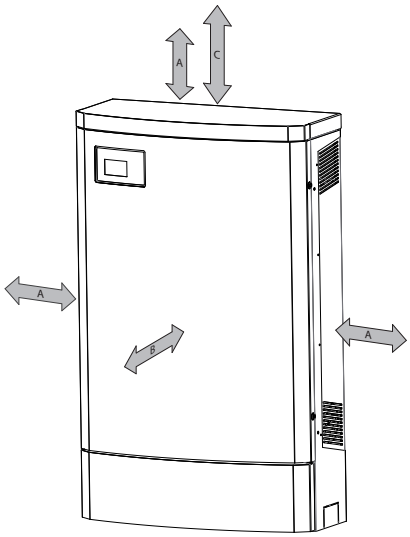
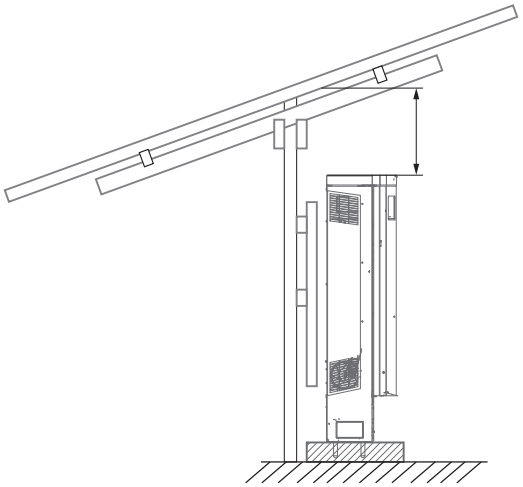

*Afb. 7:* Minimumafstanden
*Afb. 8:* Installatie onder PV-draagsysteem
- mnimale afstanden bij de montage: [Zie afbeelding 7] [▶ Bladzijde 168] en [Zie afbeelding 8] [▶ Bladzijde 168]